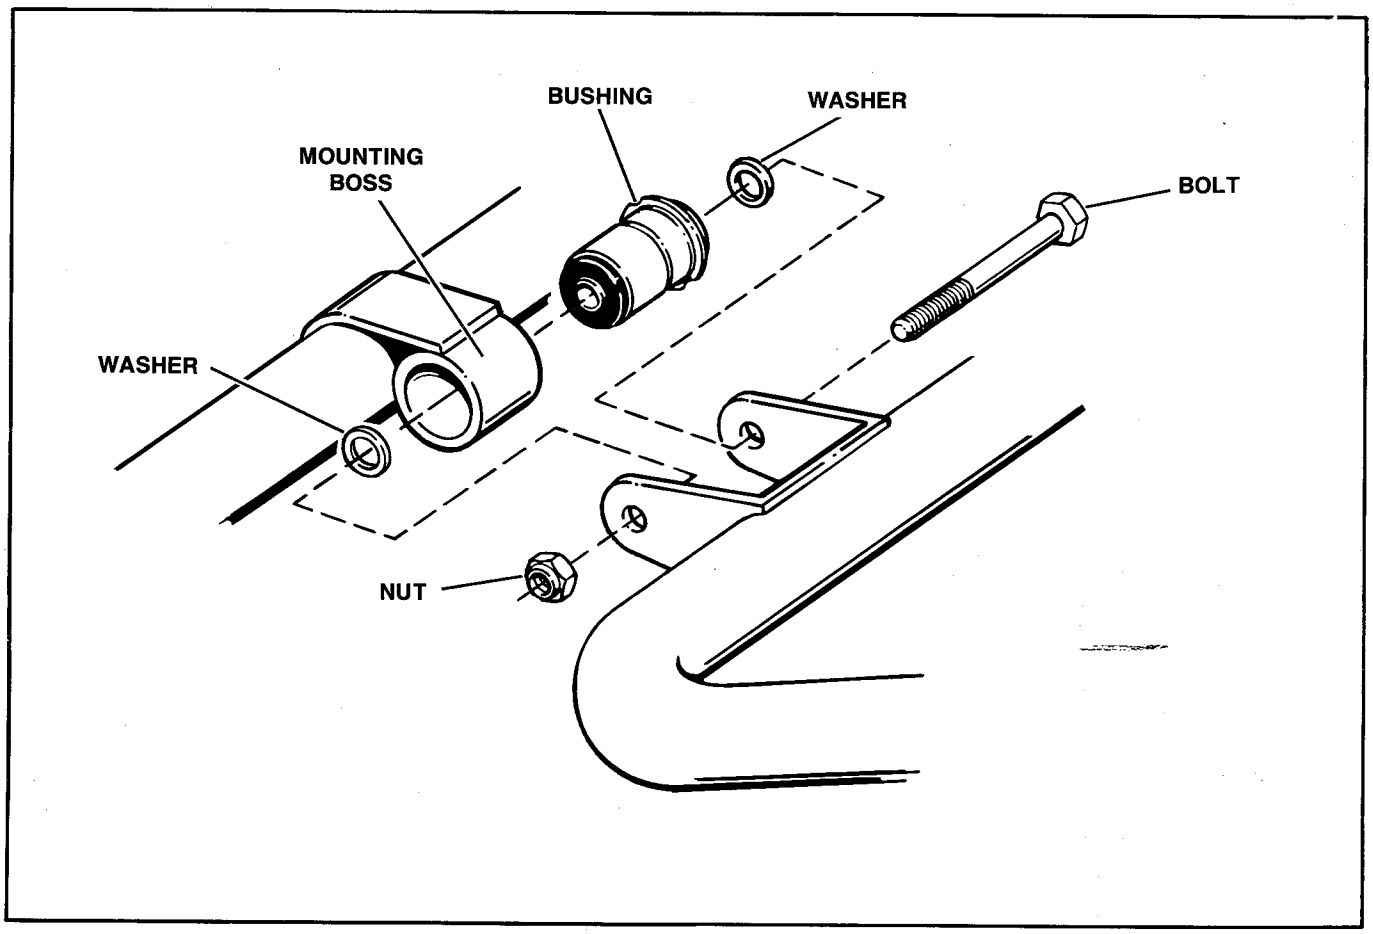

Figure 14 – Rear Fork Bushing
13. REAR FORK (Figure 14)
c. Lower vehicle. Compress rear of vehicle to obtain a dimension of 3 inches between top of rear fork rubber bumper and main frame tube. While holding this 3 inch dimension, tighten swing arm bushing mounting bolts (4) to 50-60 ft.-lbs. (6.9-8.3 kgm) torque.
14. REPLACING REAR FORK BUSHING(S) (Figure 14)